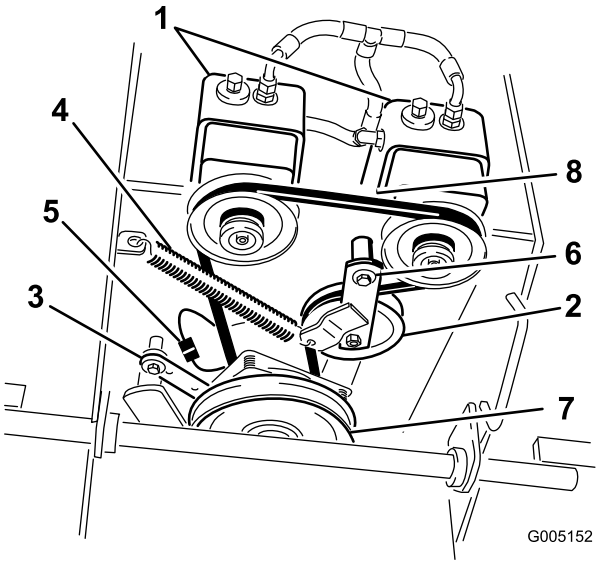

Figura 52
6. Desconecte el soporte del embrague de la carcasa del motor (Figura 52).
7. Desenganche el muelle tensor del bastidor (Figura 52).
9. Coloque el muelle tensor entre el brazo tensor y el soporte del bastidor (Figura 52).
10. Monte el soporte del embrague en la carcasa del motor (Figura 52).